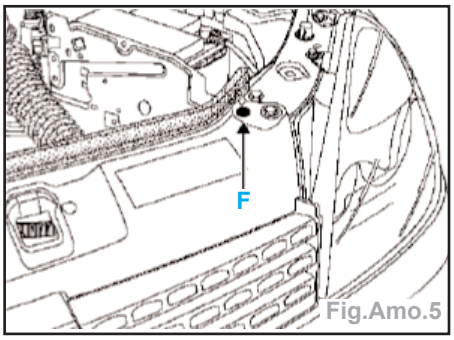

Fig.Amo.5
- Déposer les 2 agrafes (**F**) (Fig.Amo.5).